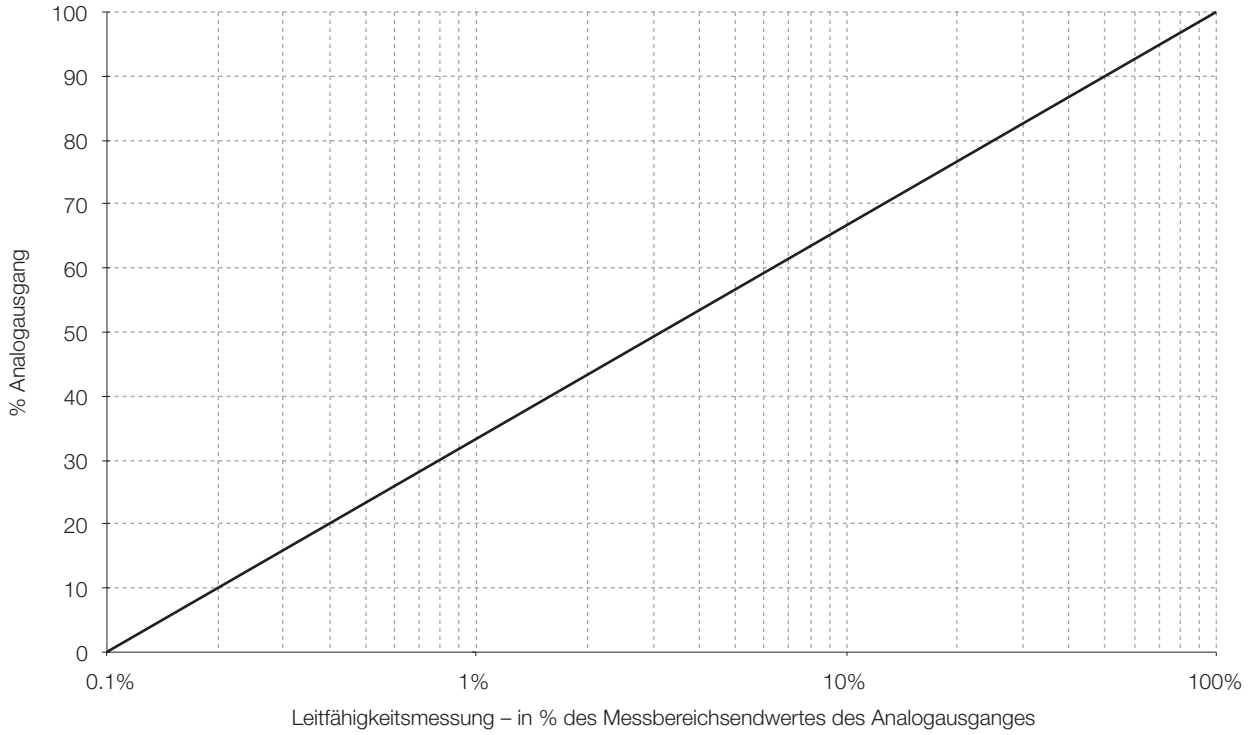

Abb. 5.8 Logarithmischer Ausgang (3 Dekaden)
`Log. 3` – Logarithmisch, 3 Dekaden (siehe Abb. 5.8 auf seite 40)
5.6.3 Logarithmischer Ausgang (3 Dekaden; Abb. 5.8)